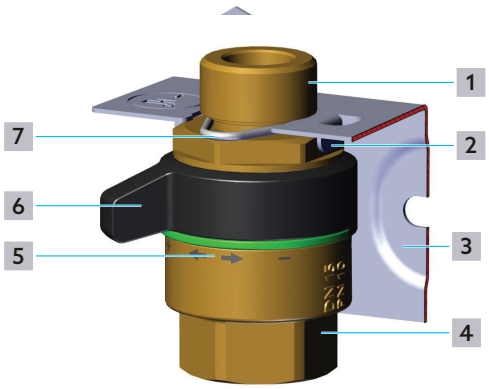

Fig. 1: Construction du jeu de raccordement et d'arrêt
Le rebord de la tôle de maintien ((2) sur la Fig. 1 en page 22) facilite l'installation des robinets. Aligner l'hexagone du robinet de manière à pouvoir introduire le robinet dans la tôle de maintien le long du rebord (voir Fig. 1).